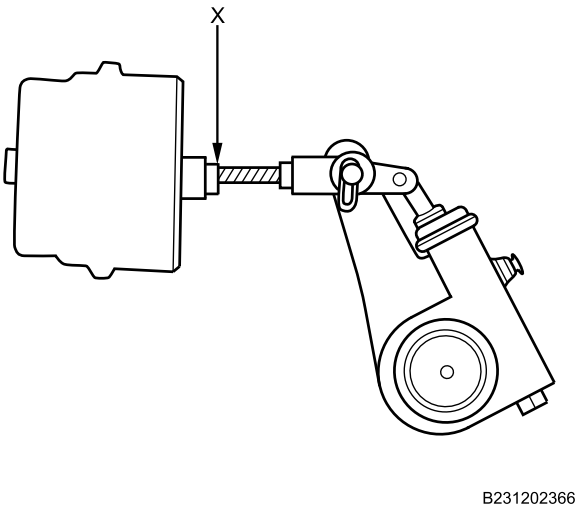

Figure 4. Pushrod.
5. With brakes released, mark pushrod where it exits air chamber. This point is X (Figure 4).